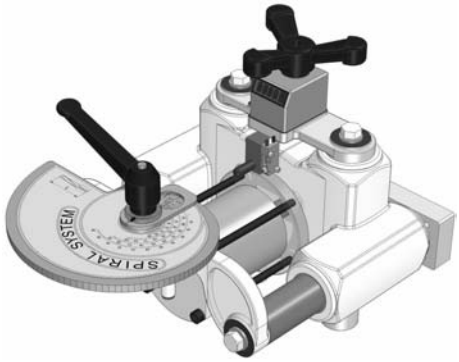

Fig. 8
- 8) lifting regulator for horizontal head (see fig. 8)